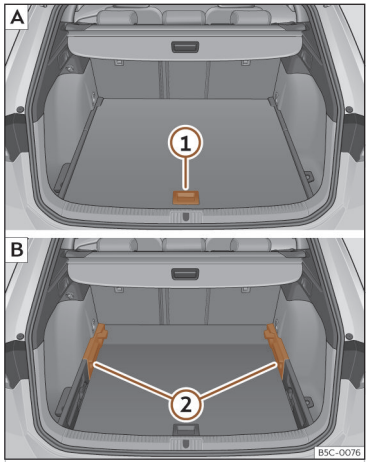

Abb. 179 Variabler Gepäckraumboden: A Hochstellung; B Tiefstellung.
- Um von der niedrigen in die hohe Position überzugehen, heben Sie den Boden am Haltegriff ››› **(Abb. 179)** ① an und ziehen Sie ihn nach hinten, bis der vordere Teil des Bodens vollständig über den Halterungen ② liegt.
- Den Gepäckraumboden nun bis zum Anschlag an den Rücksitzlehnen nach vorne schieben und mit Hilfe des Haltegriffs ① absenken.
- Um von der hohen in die niedrige Position überzugehen, heben Sie den Boden am Haltegriff ››› **(Abb. 179)** ① an und ziehen Sie ihn nach hinten, bis der vordere Teil des Bodens vollständig über den Halterungen ② liegt.
- Den vorderen Teil auf den Boden absenken und diesen bis zum Anschlag an den Rücksitzlehnen nach vorn verschieben und dabei den Boden gleichzeitig mit Hilfe des Haltegriffs (1) absenken.
- Bei einem variablen Boden in hoher Position diesen am Haltegriff anheben ››› **(Abb. 179)** (1), daran ziehen und in Richtung der Rücksitzlehne bewegen bis der Boden an der Scharnierlinie eingeklappt wird und sich der bewegliche Teil des Bodens auf diesem befindet.